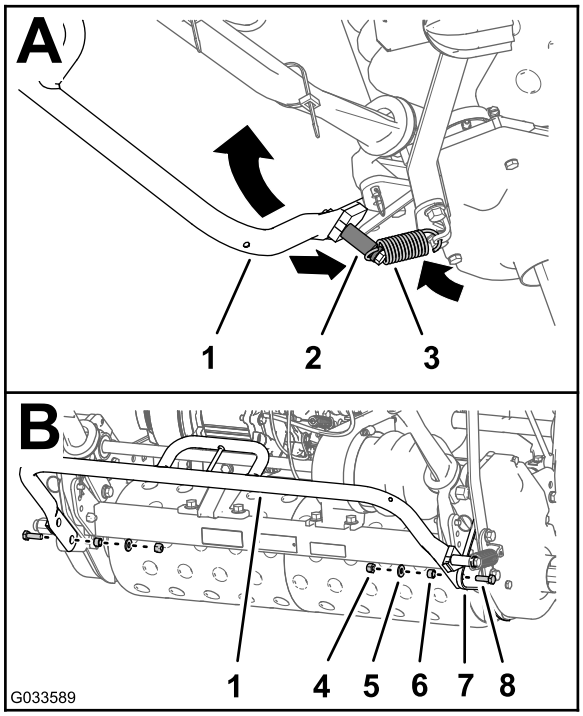

Figur 8
12. Sett den frie enden av fjæren på fjærposten på støtten (A av Figur 8).
13. Fest støtten til sideplatene med låsemutrene, skivene, avstandsstykkene og skruene (5/16 x 1 tomme) som du beholdt i trinn 1 (B av Figur 8).